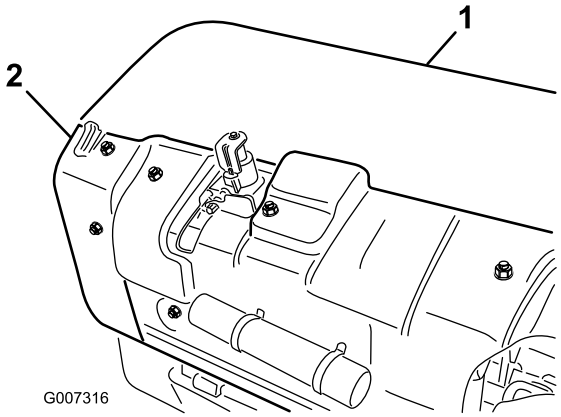

Figur 29
A. Ta bort det bakre luftarhuvudsskyddet (Figur 29).
B. Ta bort skivskyddets fästbultar och ta bort skyddet (Figur 29).